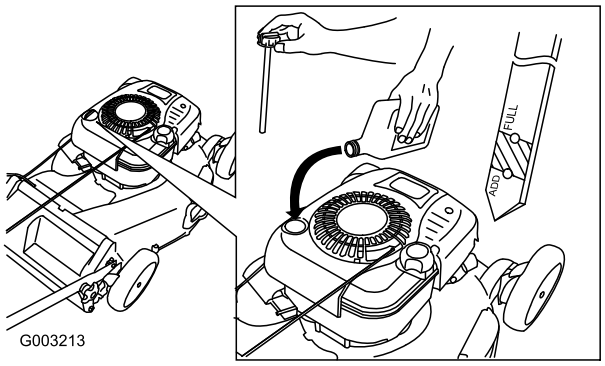

Figur 13
1. Tag målepinden ud, tør den af, og sæt den helt i igen (Figur 13).
2. Tag målepinden ud, og kontroller oliestanden (Figur 13). Hvis oliestanden er under mærket **Add** (påfyld) på målepinden, skal du langsomt hælde olie i påfyldningsrøret, indtil oliestanden når op til mærket Full (fuld) på oliepinden. **Fyld ikke for meget på.** (Påfyld maks.: 0,77 l, type: SAE 30W selvrensende olie med API-serviceklassifikation SF, SG, SH, SJ, SL eller højere.)